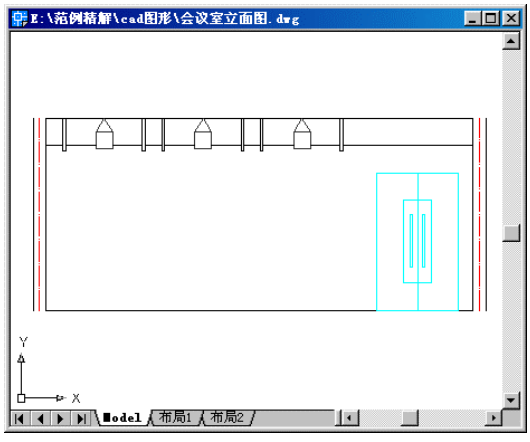

图 5-22　修整灯具图形
19. 使用【Trim】命令修剪灯具内的可见线，最终结果如图 5-22 所示。